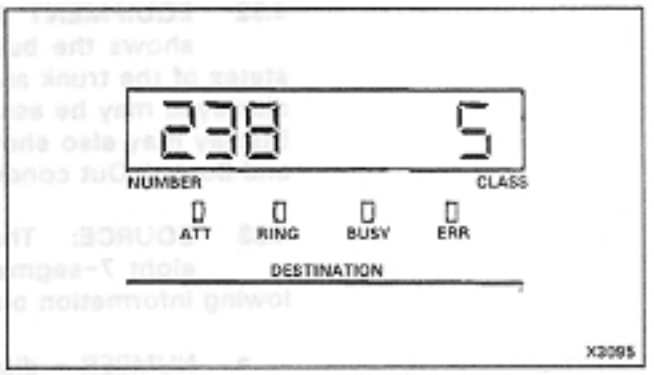

Figure 4-5 Destination Display
4.34 **DESTINATION:** The DESTINATION display (see Figure 4-5) holds eight 7-segment and four LED displays which provide the following information on all calls made from the console: